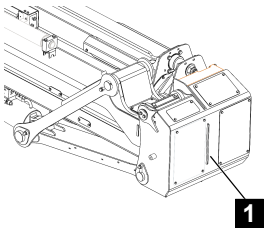

Fig. 203
6. Remove the rear cover on the upper boom (Fig.203/1).